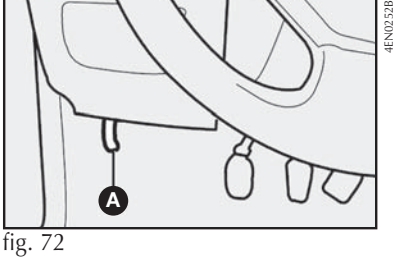

fig. 72
1) puxar a alavanca **A-fig. 72**.